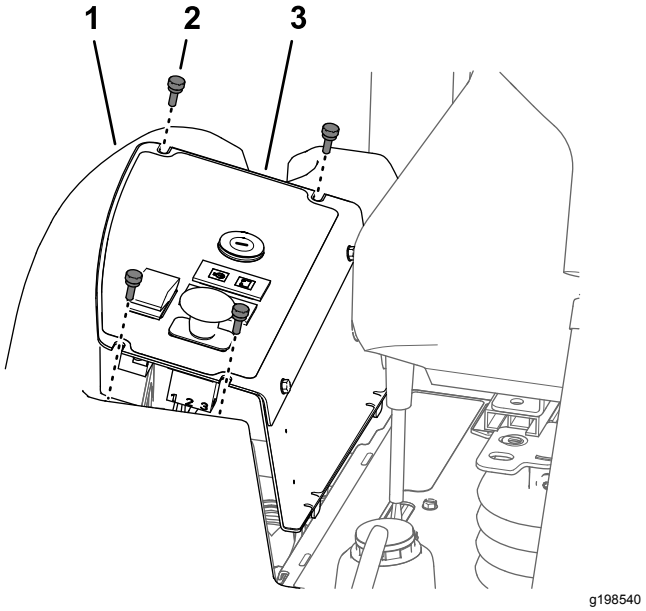

**Figur 52**
1. Fjern de fire fingerskruer, der fastgør kontrolpanelets plade til brændstoftanken (Figur 52).
2. Løft kontrolpanelets plade (Figur 52).
3. Tilret hullerne i toppen af kontrolpanelets plade med hullerne i flangen på brændstoftanken (Figur 52).
4. Monter kontrolpanelets plade på flangen på brændstoftanken med de 4 fingerskruer (Figur 52), du fjernede i trin 1 i Afmontering af kontrolpanelets plade (side 50).